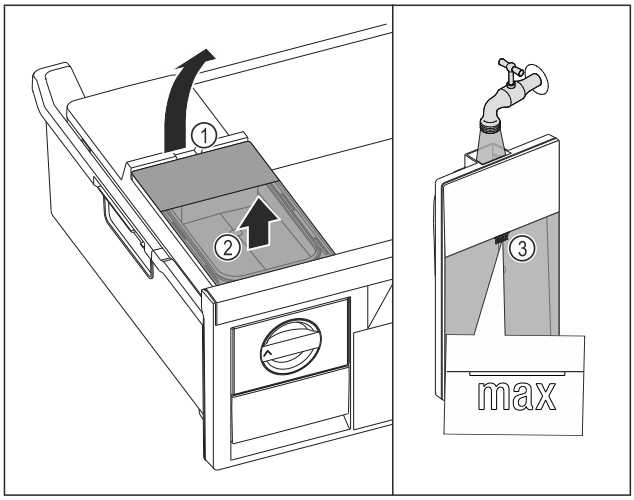

Fig. 149
▶ Lift the water tank at the recess *Fig. 149 (1)*.
▶ Remove the water tank by lifting it upward. *Fig. 149 (2)*
▶ Fill the water tank with drinking water up to the mark *Fig. 149 (3)*.